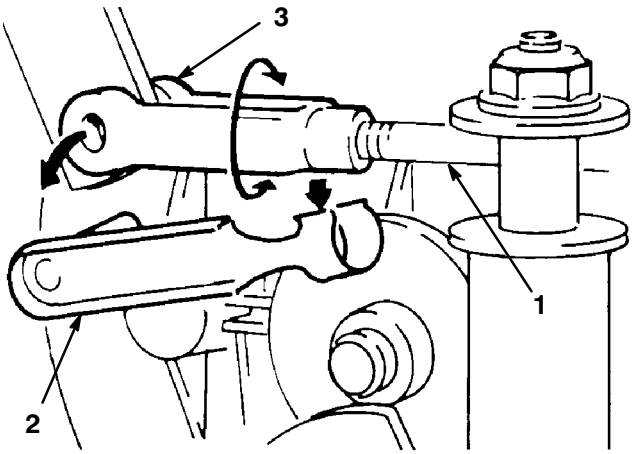

Figure 24
14. Chercher l'extrémité de la tige d'embrayage de la lame, du côté gauche de la transmission (Fig. 24). Retirer la pièce de retenue de la chape et visser ou dévisser la chape pour raccourcir ou allonger la tige jusqu'à ce que l'écart entre la courroie et la poulie de renvoi soit correct.
7. Desserrer les quatre écrous à embase de fixation des paliers de l’essieu différentiel au châssis de la machine (Fig. 24).